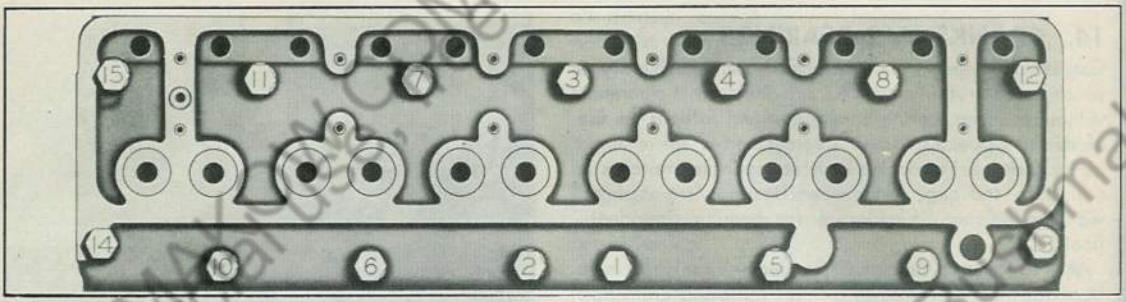
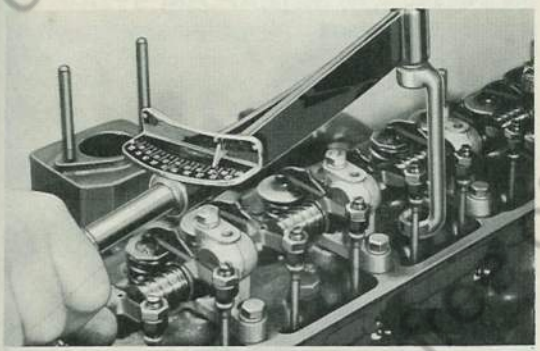

Fig. 40 Tighten Cylinder Head Bolts with Torque Wrench—In Sequence Shown
Fig. 42 Use of Torque Wrench on Cyl. Head Bolts
4. Tighten cylinder head bolts in the order shown in Fig. 40. A suitable torque wrench should be used to obtain uniform tightening of the cylinder head bolts (Fig. 42.) The factory-recommended torque is given in Paragraph 25. Tighten bolts while cylinder head is cold, then run engine until normal operating temperatures are obtained and give bolts a final tightening with torque wrench.